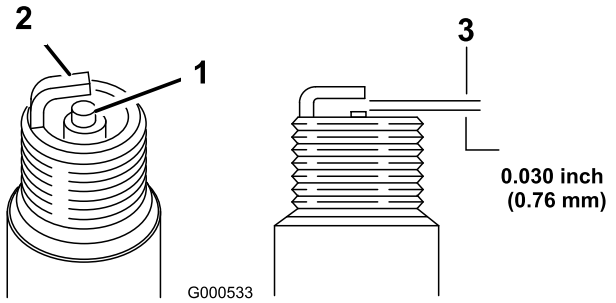

Рисунок 29
5. Установите в свече зазор, равный 0,76 мм (Рисунок 29).